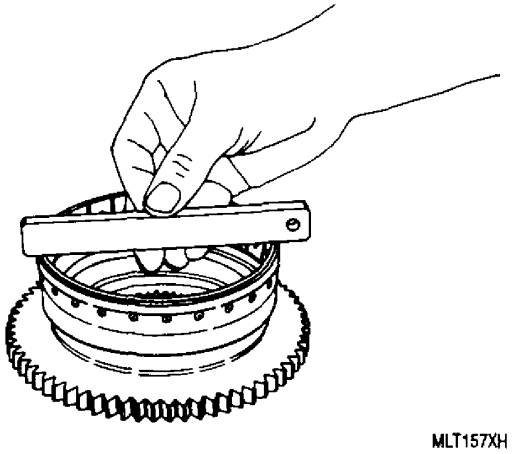

Figure 12. Checking Lining with 6796373 Facing Trim Gage
i. Trim rear face of lining flush to 0.010 in. above rear face of outer member. Check using 6796373 gage as shown (figure 12).